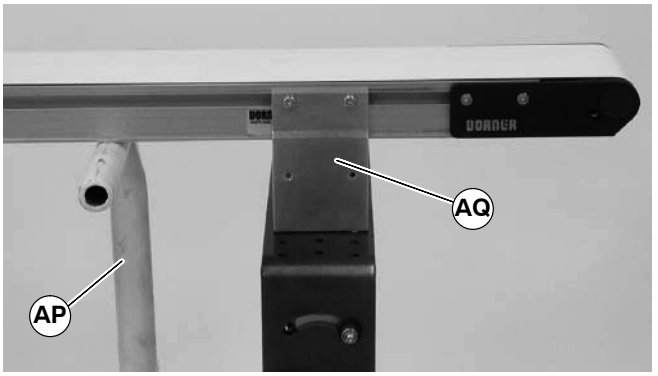

Figure 21
8. Place temporary support stands (AP of Figure 21) at both ends of the conveyor.
9. Remove mounting brackets (AQ of Figure 21) from one side of conveyor. (Reverse steps 3 & 4 of "Mounting Brackets" section, page 6.)